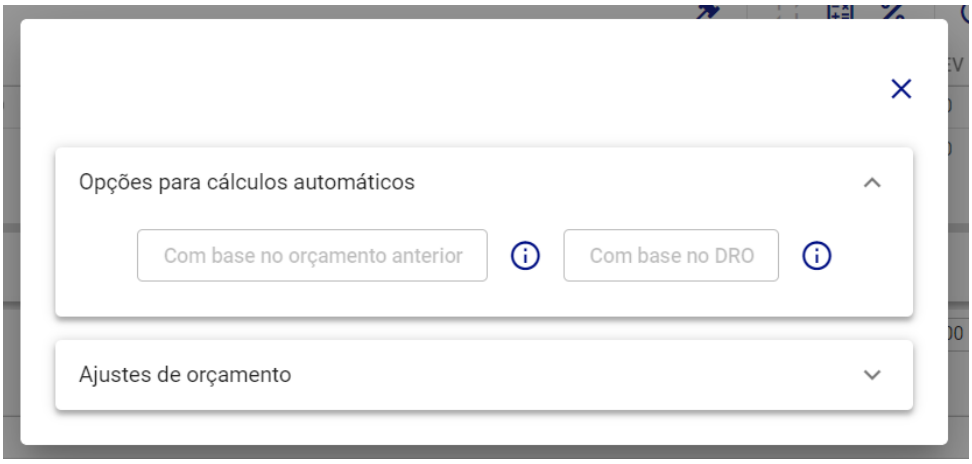

Figura 191: Opções para Cálculos Automáticos
– **Opções para Cálculos Automáticos (Figura 191):** Esta funcionalidade oferece diferentes métodos para o cálculo automático dos valores orçamentários.